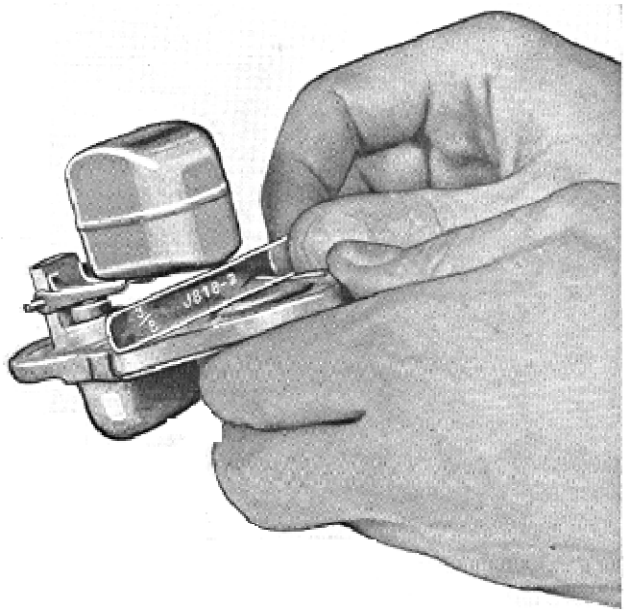

Figure 29
(117) Install float valve needle seat assembly, using a new gasket which has been soaked in warm water, in bowl cover and insert needle into needle seat. Install float and lever assembly and pin. Then set float level, using float level gauge, to carburetor specifications of ⅜″ (Figure 29). Be sure the gauge rests on the cover gasket flange. Adjustment is obtained by bending the lip on float arm which contacts needle. Do not bend on float in adjusting it as damage will result. If intake needle or seat shows wear or damage, replace both. If holes in float or float pin are worn or out of round, or float is loaded with gas, replace float. Float pin should be replaced if it shows wear.